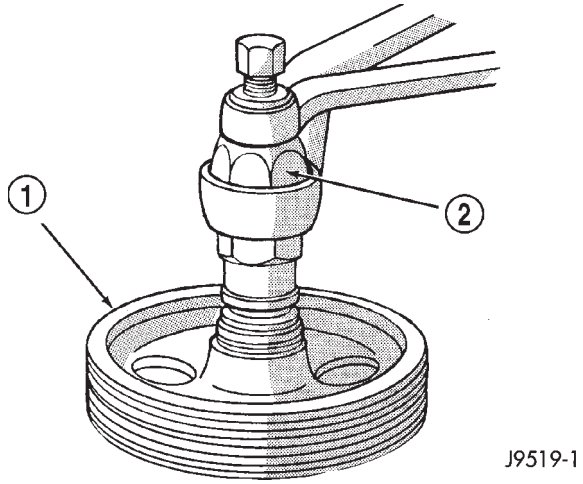

Fig. 11 Pulley Installation
(1) Replace pulley if bent, cracked, or loose.
(2) Install pulley on pump with Installer C-4063-B (Fig. 11) flush with the end of the shaft. Ensure the tool and pulley remain aligned with the pump shaft.